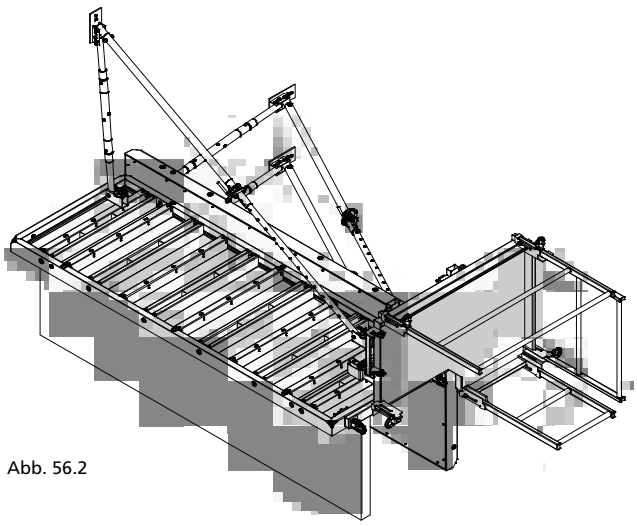

Abb. 56.2
4. Die Hammerkopfschrauben in die Betonierbühne eindrehen und die Flügelmuttern fest anziehen (Abb. 56.2).